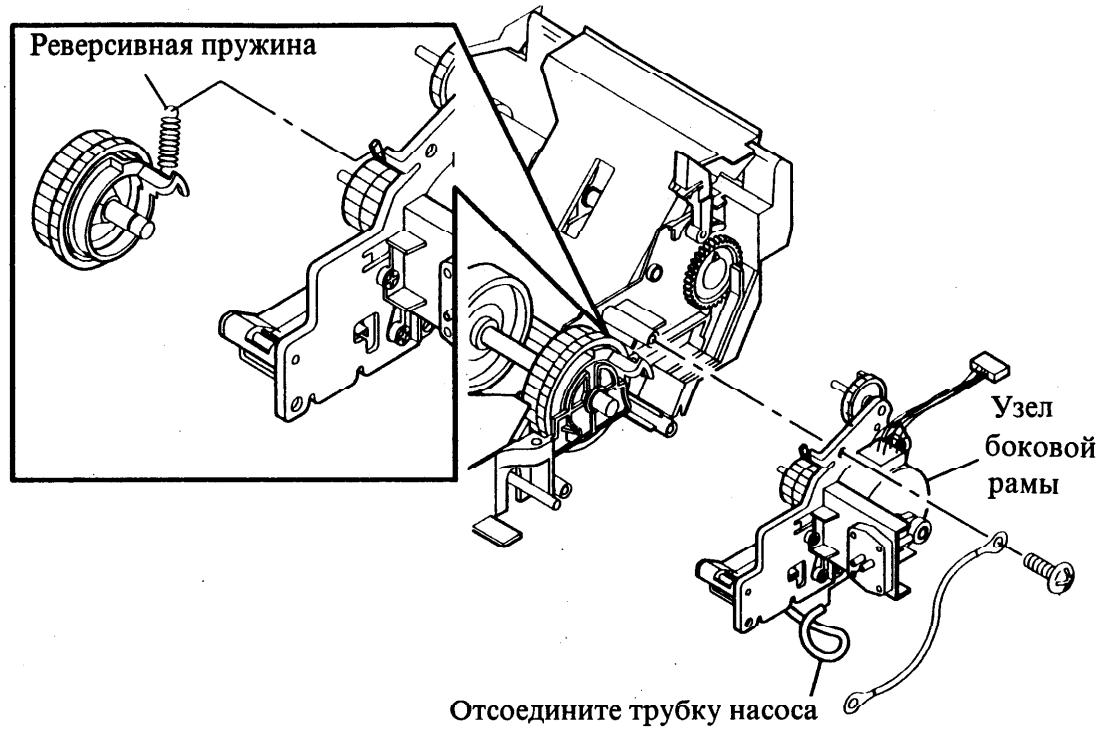

Рисунок 1 Снятие узла боковой рамы
3. Снимите узел боковой рамы (рис. 1).
b. Выверните три (3) монтажных винта узла боковой рамы.